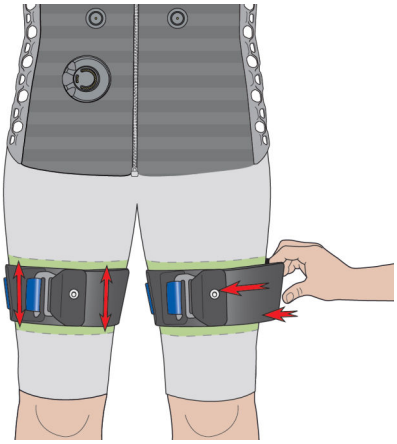

Fig. 46: Positioning the i-body® straps flex
16. Turn the i-body® straps flex so that the pushbutton faces forwards (Fig. 46).